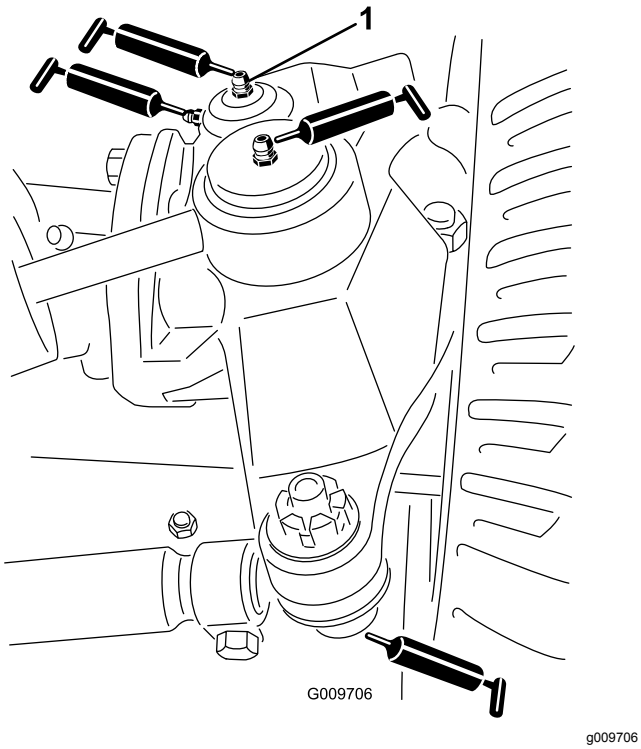

Rysunek 45
- Przeguby kulowe cylindra sterowania (2) (Rysunek 45)
- Przeguby kulowe drążków kierowniczych (2) (Rysunek 45)
- Tuleje sworzni zwrotnicy (2) (Rysunek 45). **Górną smarowniczkę na sworzniu zwrotnicy należy smarować tylko raz w roku (2 wciśnięcia).**